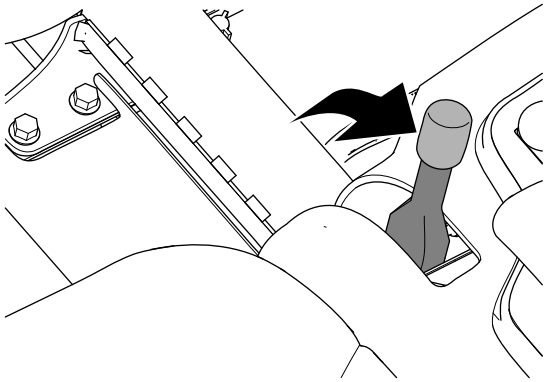

Figur 30
2. Sett på parkeringsbremsen (Figur 30).